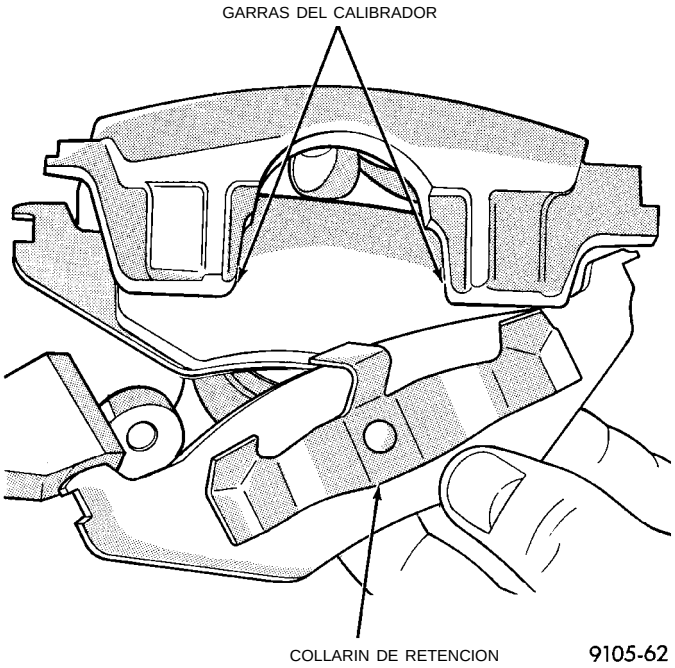

Fig. 76 Zapata de freno de afuera
(7) Retire la pastilla de freno de afuera, haciendo palanca sobre el collarín de retención de la pastilla, encima de la zona elevada del calibrador. Deslice luego la pastilla hacia abajo y extráigala del calibrador (Fig. 76).
(6) Deslice el conjunto de pastilla de freno de afuera para colocarlo en el conjunto de calibrador. (Fig. 76). Asegúrese de que el collarín de retención asiente a escuadra en las áreas deprimidas del calibrador.